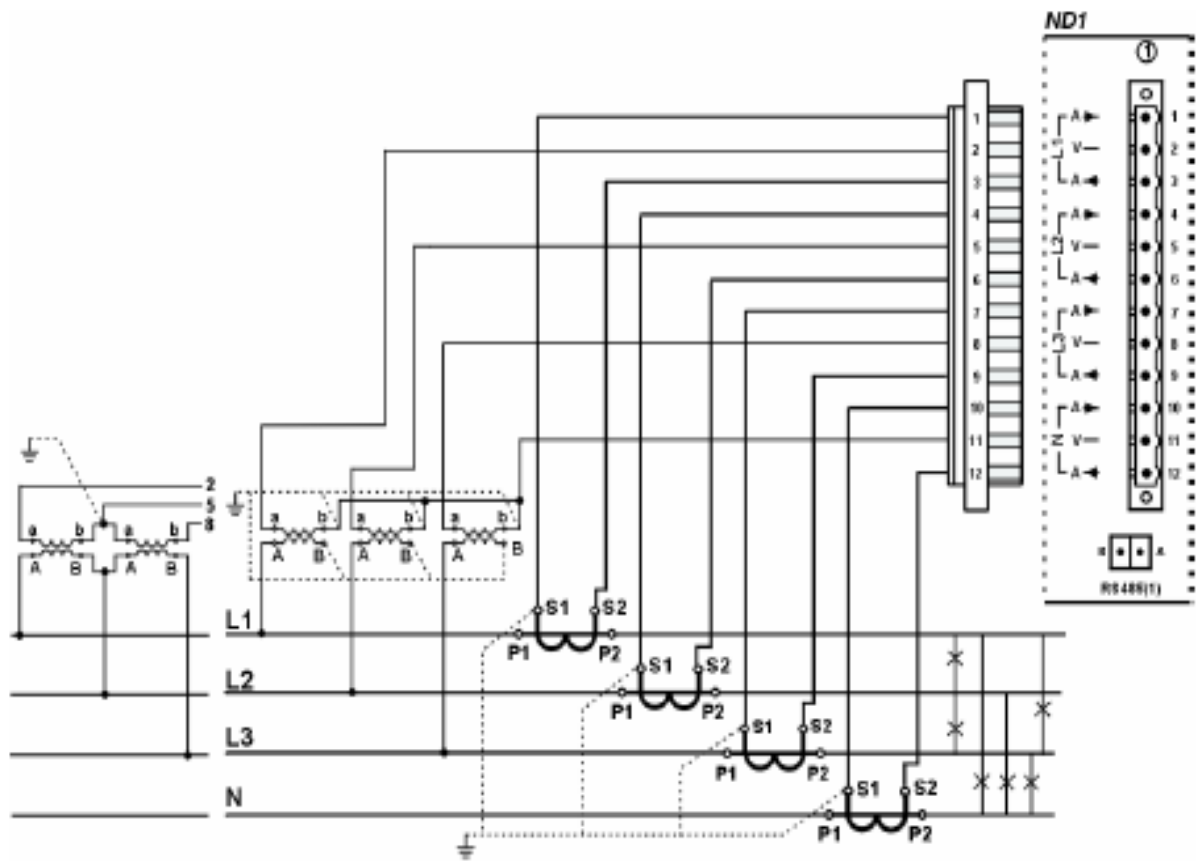

Рис.4.4. Измерение параметров четырехпроводной сети через 4 трансформатора тока и 2 или 3 трансформатора напряжения
2. Схема соединений представлена на рис.4.4. Вид со стороны клеммной коробки ND1.